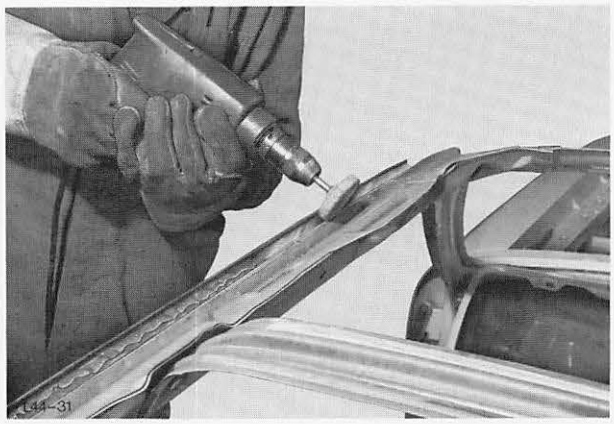

Abb. 26 Rollnaht-Regenrinne anschleifen
5. Um eine Veränderung der Fensteröffnung zu vermeiden und eine gute Auflagefläche zu bekommen, Rollnaht – Regenrinne anschleifen, Abb. 26.